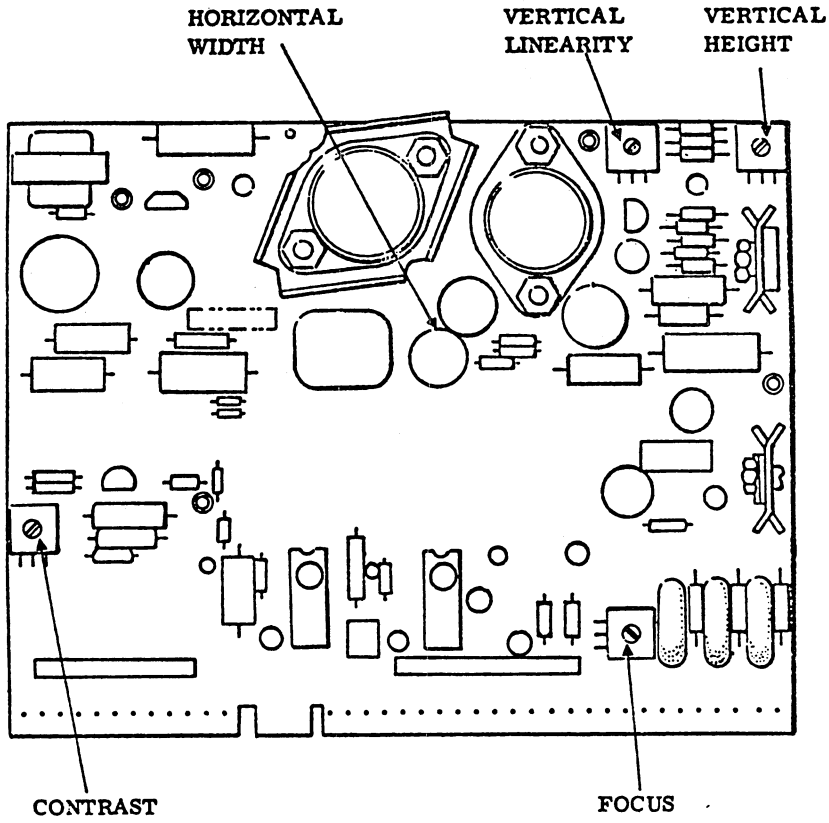

Figure 6E-42. Monitor Printed-Circuit Board Adjustments
8. Adjust the vertical height (figure 6E-42) by turning the adjustment screw clockwise or counterclockwise until the rectangle of displayed characters in 13 cm (5.24 inches) in height.
9. Adjust the horizontal width to 20 cm (8.0 inches) by turning the L2A coil adjustment screw (figure 6E-42) suing a 3/32-inch nonmetallic Allen wrench.
10. Reduce the video gain to zero by turning the contrast control (figure 6E-42) fully counterclockwise.
14. Check the top line, center line, and bottom line of the displayed characters for uniformity. If the characters are compressed anywhere on the screen, turn the vertical linearity adjustment screw (figure 6E-42) clockwise or counterclockwise until the character distortion disappears and all lines are equal in vertical size.
15. Insert the screwdriver in the focus adjustment screw slot (figure 6E-42) and adjust it while observing the characters on the screen. Turn the focus adjustment screw clockwise until the dots (each character dot matrix) elongate toward the upper-right corner of the display screen. Then turn the focus control slowly counterclockwise until the elongated dots pull back to form round dots and the entire screen is without fuzziness.